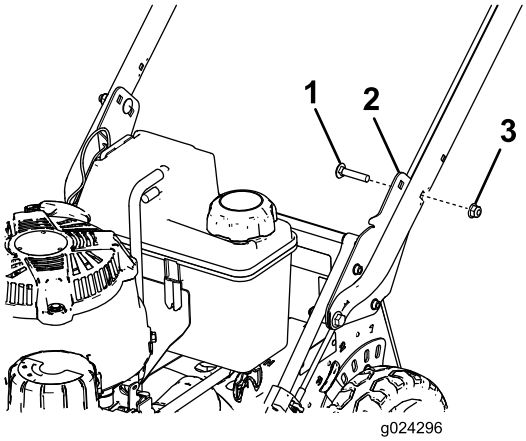

**Rysunek 5**
5. Zamontuj uchwyt na pożądanej wysokości na wsporniku uchwytu 2 śrubami podsadzanymi (5/16 x 1½ cala) i 2 nakrętkami z kołnierzem (5/16 cala) w sposób pokazany na Rysunek 5.